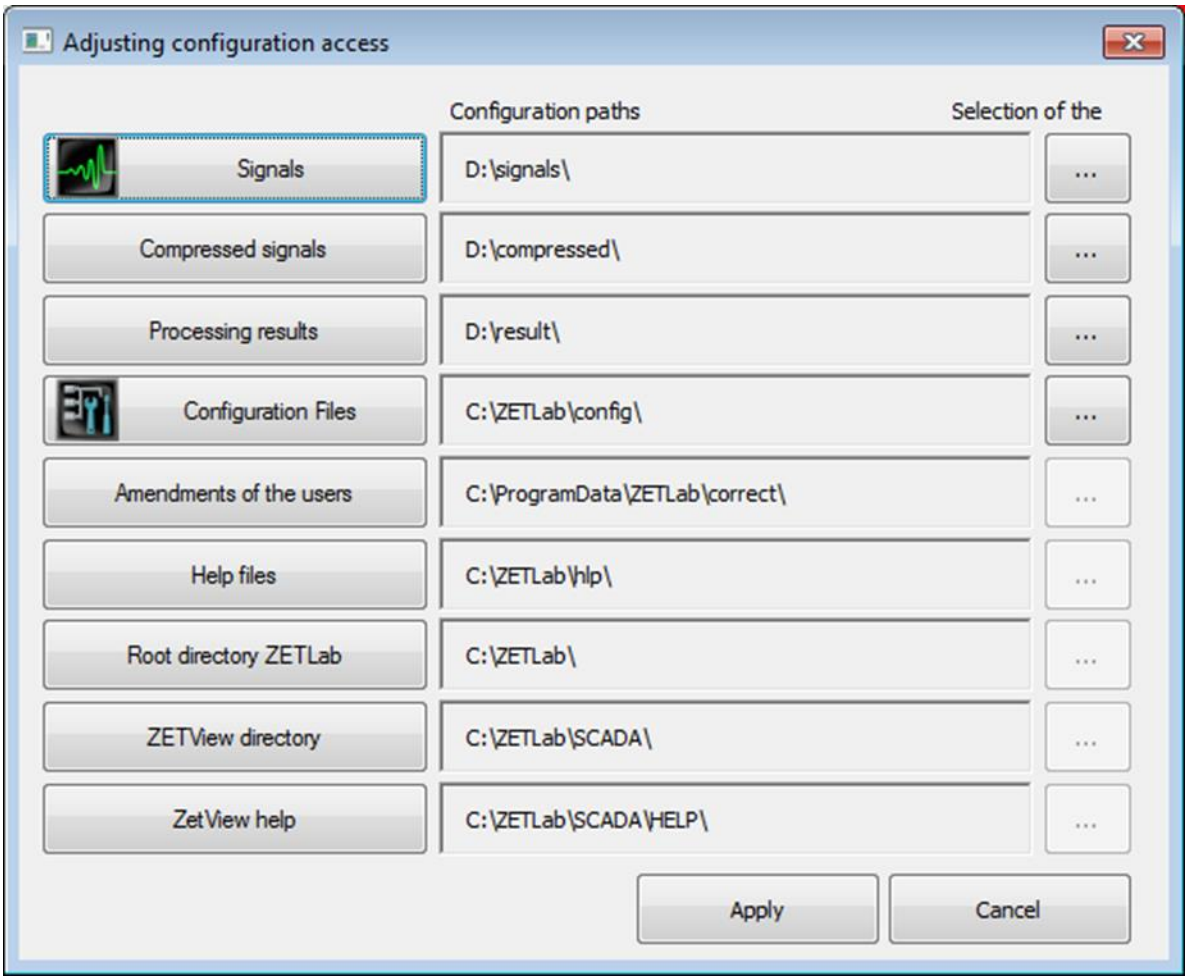

Figura 3.2 Ventana Ajuste del acceso a la configuración “Ajusting configuration access”
En la ventana de Ajuste del acceso a la configuración “Adjusting configuration access” (*Figura 3.2*) habilitar el panel «...» para cada uno de los directorios correspondientes al tipo de datos guardados (señales, señales comprimidas), verá la ventana de Elección del directorio “Choose the directory”. Aquí se puede asignar la ruta de configuración y activar la tecla Aplicar “Apply”.
4) Seleccione el intervalo de tiempo necesario y active la tecla Aplicar “Apply”. Se iniciará el proceso de almacenamiento y conversión de archivos en los directorios de los archivos para almacenar las señales y datos de las señales comprimidas (*Figura 3.2*).